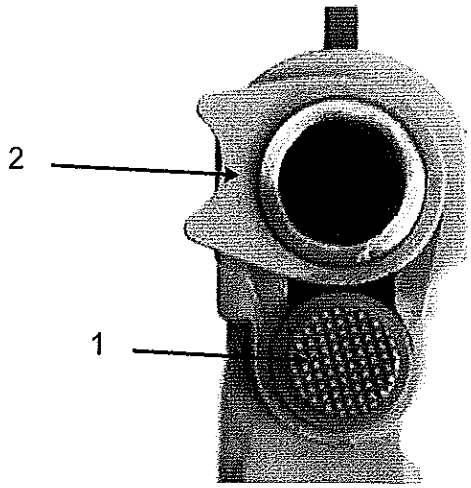

Figure A-8. Release Recoil Spring Plug.
3. Press down on the recoil spring plug (see fig. A-8, item 1) while rotating the barrel bushing (see fig. A-8, item 2) clockwise about one-quarter turn. This will free the plug and recoil springs. Keep pressure on plug to prevent it from being ejected by the springs, and then allow the plug and springs to gradually extend out of the slide.